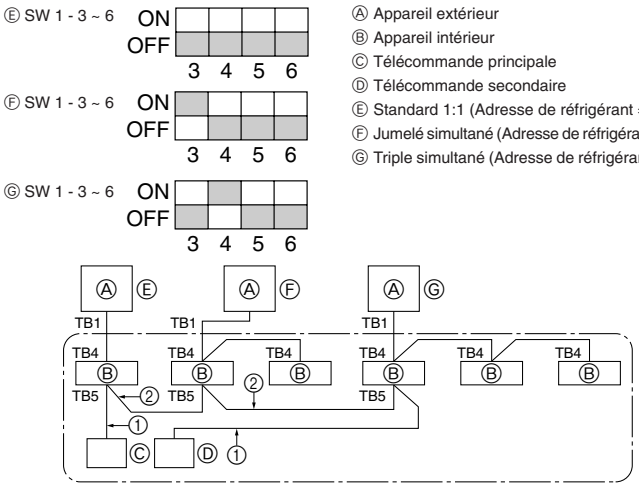

Fig. 9-1
① Mettre sous tension (coupe-circuit).
② Une fois la vanne d'arrêt de gaz fermée, activer le commutateur SWP sur la carte de commande de l'appareil extérieur. Le compresseur (appareil extérieur) et les ventilateurs (appareils intérieur et extérieur) s'enclenchent et la récupération du réfrigérant commence. Les témoins DEL 1 et 2 de la carte de commande de l'appareil extérieur s'allument.
③ L'appareil s'arrêtant automatiquement deux à trois minutes après la récupération de réfrigérant (témoins DEL 1 et 2 allumés), veiller à fermer rapidement la vanne d'arrêt de gaz. Lorsque les témoins DEL 1 et 2 sont allumés et que l'appareil extérieur est arrêté, ouvrir la vanne d'arrêt de liquide au maximum et répéter l'étape ② après trois minutes.
④ Mettre hors tension (coupe-circuit).
9. Contrôle du système (Fig. 9-1)
9. Het systeem controleren (Fig. 9-1) 33